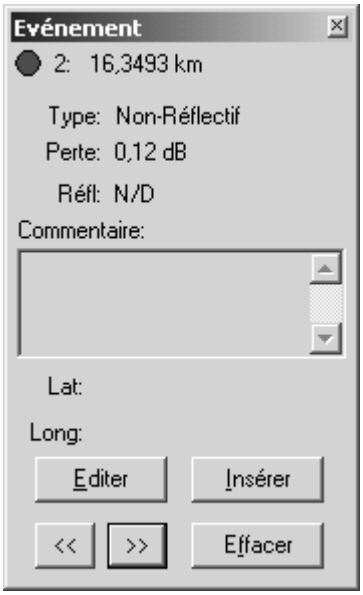

Figure 3-7: Fenêtre Evénement
- Faites un double clic avec le bouton *gauche* de la souris sur une repère d'événement dans le graphique pour afficher l'événement dans la fenêtre Evénement (voir Figure 3-7).